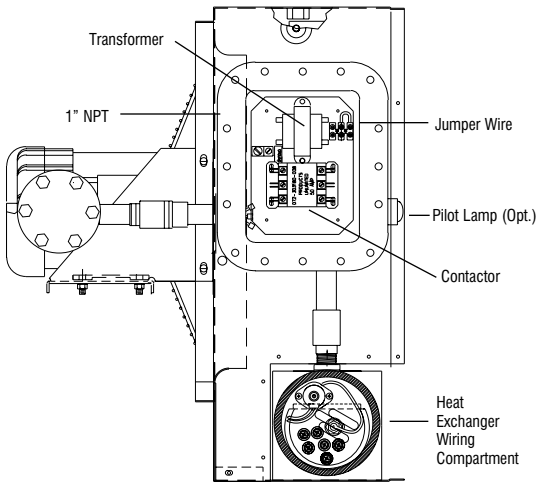
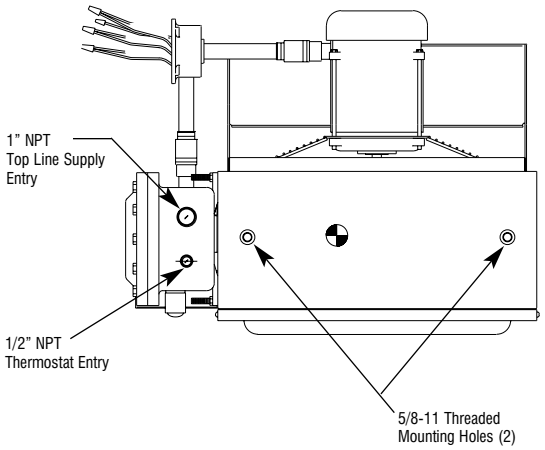

Figure 9
Figure 10
1. Loosen and remove bolts securing the main terminal enclosure cover on side of unit. Connect heater to line supply wires at the box lugs located on the contactor according the voltage and frequency specified on the nameplate (see Figure 9). Refer to the appropriate wiring diagram which also appears on the inside cover of this enclosure (see Table B and diagrams on page 6).
5. Either of two 1 NPT rigid conduit openings with integral stop may be used for connection to supply line. (See Figure 9 and 10 for locations) Use only NEC approval hazardous locations means of wiring such as mineral insulated cable and fittings or rigid conduit and seal fittings located as required by installation codes.
8. To operate heaters from an externally mounted hazardous location thermostat, a terminal block is provided for connection (Figures 9 and 10). Remove the factory installed jumper across T2 and T3 on the terminal strip. Wire the thermostat contact leads to these terminals. The built in control transformer supplies the unit with either 24V or 120V for internal unit operation. This voltage will appear across the thermostat contacts when they are open. The minimum thermostat contact rating should be 1 amp @ 120 VAC. Refer to nameplate for control voltage of unit. The 1/2 NPT conduit wiring entry on top of the terminal enclosure should be used to wire the thermostat to the heater (Figure 10).
9. Protection against overheating is provided by a manual reset limit control located within the heat exchanger wiring compartment. (Figure 9) Activation of the control will open the control circuit and energize the pilot lamp (if supplied). If normal airflow is restricted, or stopped, the unit will be cycled off by the manual reset cutout. The manual reset limit control is also designed to shut down the unit completely if the fluid level is low or other heater malfunction occurs.